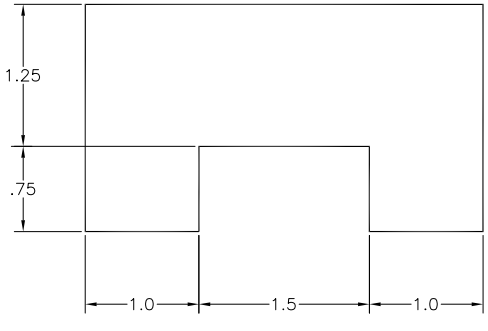
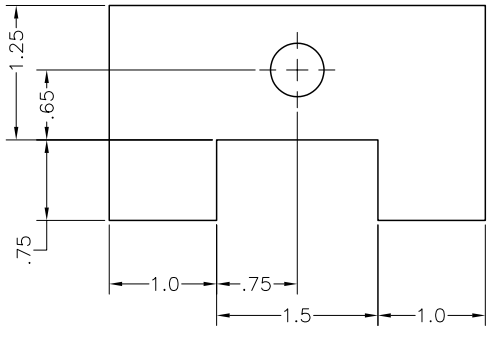

Figure 35-33 *Continuous Dimensions*
Figure 35-34 *Parallel dimensions*
8. If you have a series of continuous dimensions, they should be placed in a continuous line (Figure 35-33). Sometimes you may not be able to give the dimensions in a continuous line even after adjusting the dimension variables. In that case, give the dimensions that are parallel (Figure 35-34).